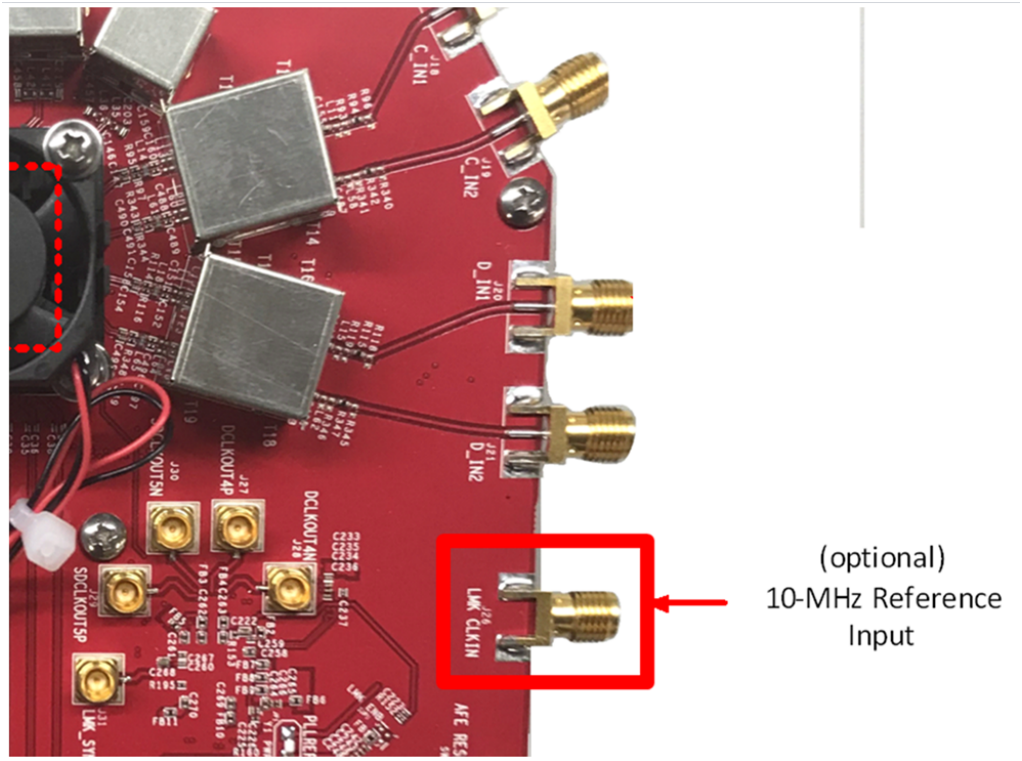

Figure 8. Optional Reference Clock Source Input Location
2. Place the 10-MHz reference out signal from the signal generator that is providing the DAC clock, and connect the signal to the LMK CLKIN SMA connector. Figure 8 shows this connector highlighted by a red box.